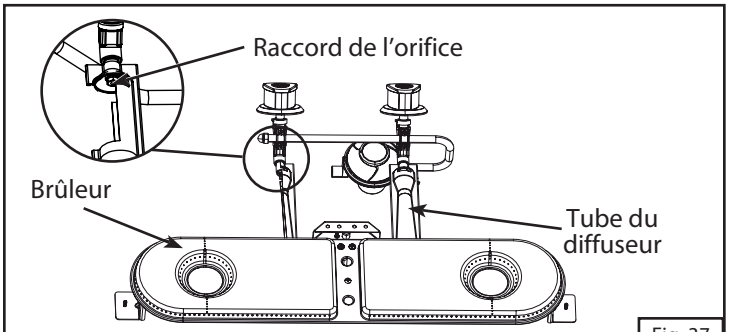

Fig. 37
6. Assurez-vous que les attaches de l'orifice sont à l'intérieur du tube du diffuseur, resserrez ensuite toutes les vis autofileteuses. (Fig. 37 et Fig. 38)